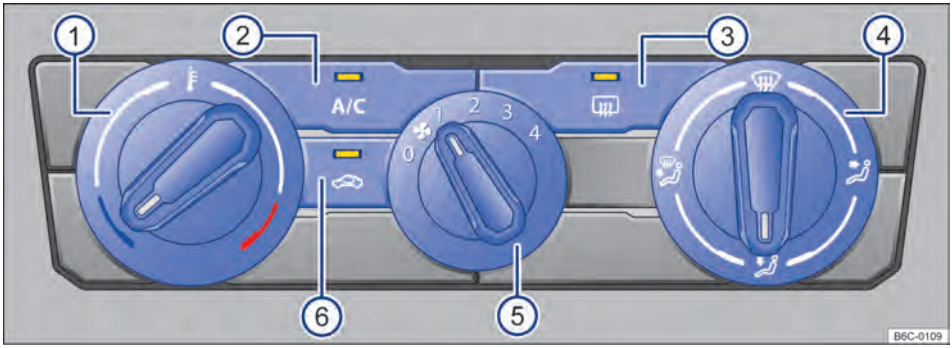

Fig. 87 Comandos do ar-condicionado.
– *Ar-condicionado:* girar o regulador do ventilador para o nível **0** → Fig. 87 ⑤.
– *Ar-condicionado:* girar o regulador rotativo esquerdo → Fig. 87 ①.
– *Ar-condicionado:* girar o regulador do ventilador → Fig. 87 ⑤.
– *Ar-condicionado:* girar o regulador da direita → Fig. 87 ④ para posição desejada.
– *Ar-condicionado:* girar o regulador direito para a posição → Fig. 87 ④.